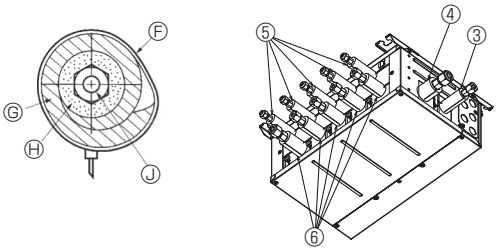
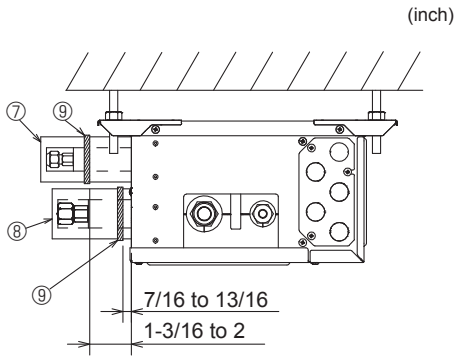

Fig. 7-4
Fig. 7-5
- Insulate the liquid and gas pipes of the branch box by attaching the heat-resistant polyethylene foam tightly around them. (Fig. 7-4)
(5) Press the pipe covers ③ and ⑤ on the liquid piping against the unit and wrap to hold in place. (Fig. 7-4)
(6) Press the pipe covers ④ and ⑥ on the gas piping against the unit and wrap to hold in place. (Fig. 7-4)
(7) Apply the supplied bands ⑨ at a position 7/16-13/16 inch (10 - 20 mm) from each end of the pipe covers (③④⑤⑥).
(8) If the indoor unit is not connected, fit the supplied pipe covers (with caps, ⑦ and ⑧) to the branch box refrigerant piping connections against the unit to prevent condensation dripping from the pipes. (Fig. 7-5)
(9) Clamp the pipe covers (⑦⑧) in place with the supplied bands ⑨.
7.2. Handling of ports that are not connected to outdoor unit (Fig. 7-5)